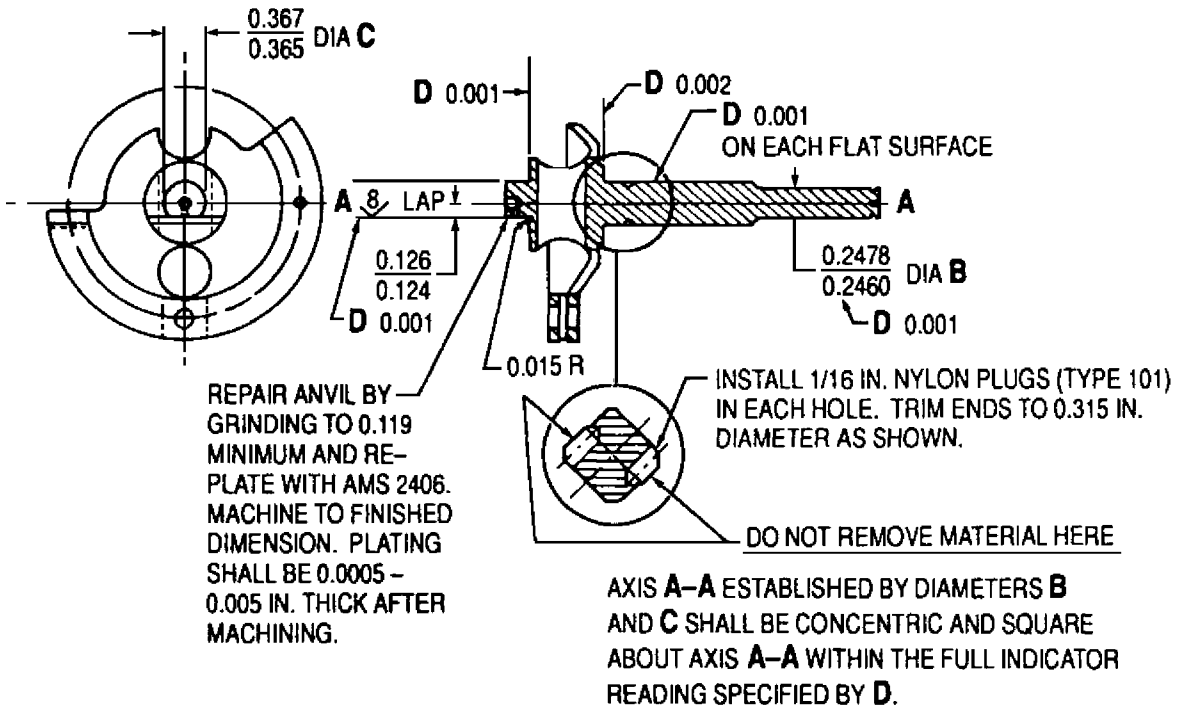

Figure 9. Carrier Flyweight Shaft Rework Limits
d. Inspect valve seat of body (1). Seat shall be a sharp corner with a finish of 32 RMS for 0.020 in. on adjacent surfaces. Major bore shall not exceed 1.0003 in. and with a finish of 16 RMS. Minor bore of body shall not exceed 0.6873 in. and shall have a finish of 16 RMS.
e. Inspect valve actuating piston (6) for wear. If dry−film lubricant is worn through, reapply or replace piston.
(1) Major diameter shall not be less than 0.9982 in.
(2) Minor diameter shall not be less than 0.6855 in.
h. Inspect weight guide (29) and pins (30) for wear. Replace weight guide (29) and pins (30) if wear is present.
i. Inspect valve seat (25) for wear. Maximum wear shall not exceed 0.002 in. When anvil of carrier flyweight shaft (23) is reworked, replace valve seat.
j. Inspect anvil on carrier flyweight shaft (23) for wear.
k. Maximum wear shall not exceed 0.005 in. Refer to figure 9 for repair.
l. Inspect carrier flyweight shaft for loose nylon plugs (figure 9).
m. Looseness is permitted provided there is an interference between the orifice plug (4) and bore of the speed sensitive valve shaftgear (45).
n. When it is necessary to replace the orifice plug (4), use a 1/16 in. nylon rod, type 1001.